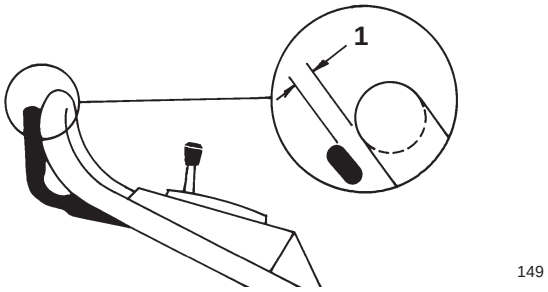

Bild 18
5. Heben Sie die Schaltstange so weit an, dass Sie Widerstand spüren. Im richtig eingestellten Zustand muss sich die Schaltstange 4 cm vom Griff entfernt befinden (Bild 18).